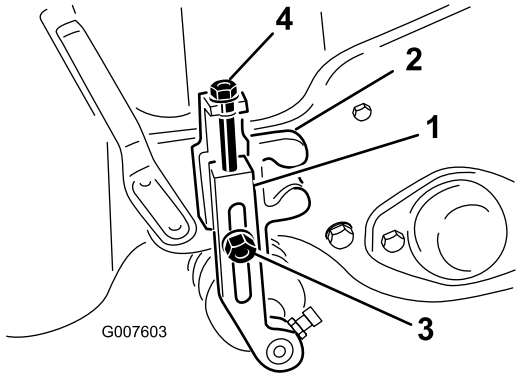

**Figur 51**
2. Lossa de låsmuttrar som håller fast klipphöjdsarmarna på klipphöjdsfästena (Figur 51).